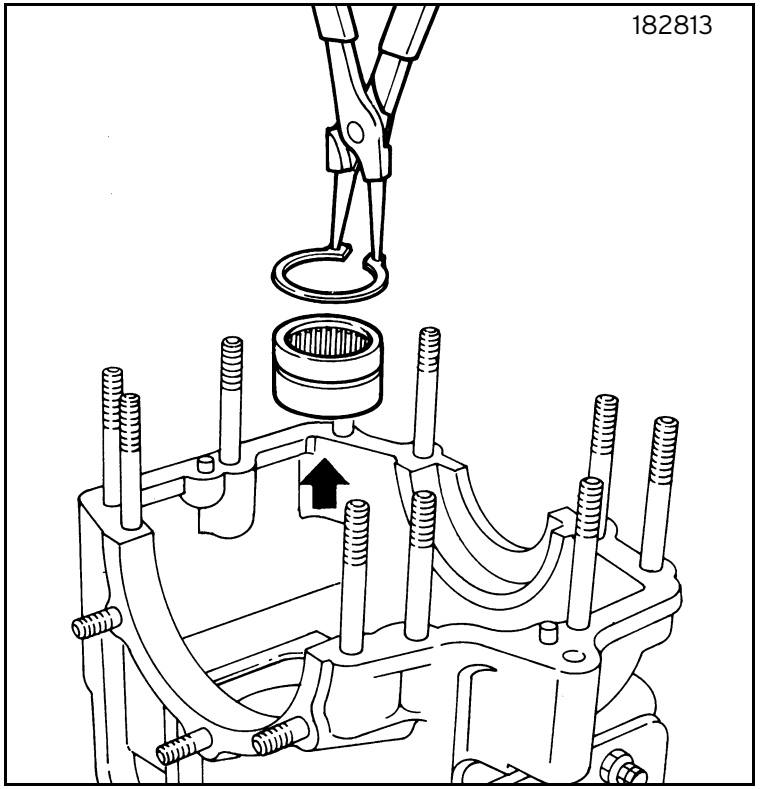

Fig. 13
- Remove the snap ring and use a suitable block to remove the roller bearing (figure 13).